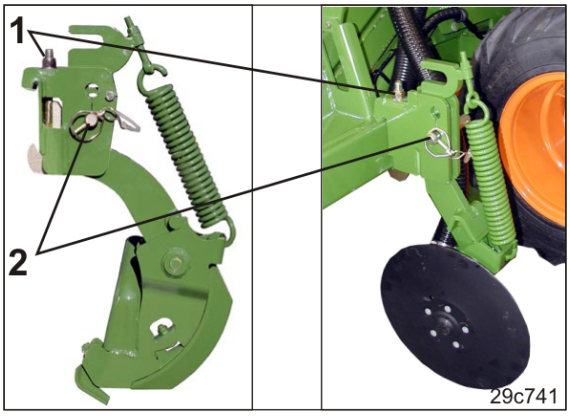

Fig. 157
1. Mutter (Fig. 157/1) lösen zum horizontalen Verschieben des Düngerschares auf der Klemmschiene. Der Abstand zum Säschar beträgt werkseitig 6 cm.
2. Federstecker und Bolzen (Fig. 157/2) entfernen zum Einstellen der Ablagetiefe des Düngerschares.